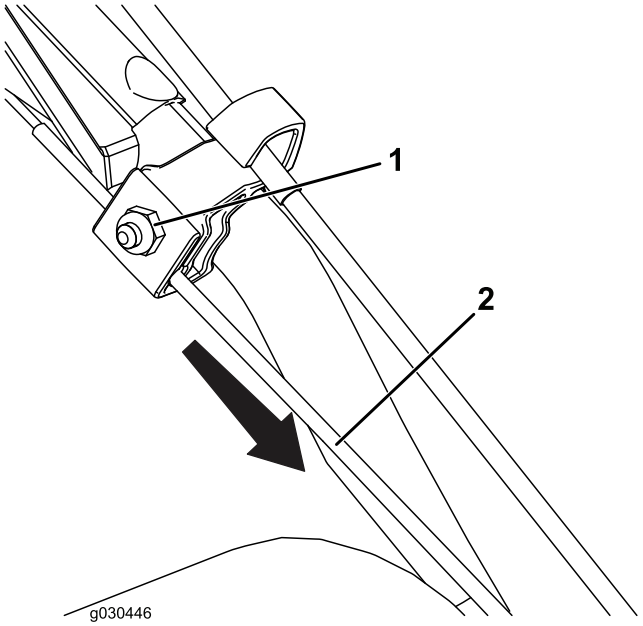

Rysunek 26
1. Poluzuj nakrętkę na górnym zacisku linki (Rysunek 26).
2. Naciągnij linkę, aby znacznie zmniejszyć luz (Rysunek 26).
3. Dokręć nakrętkę (Rysunek 26).